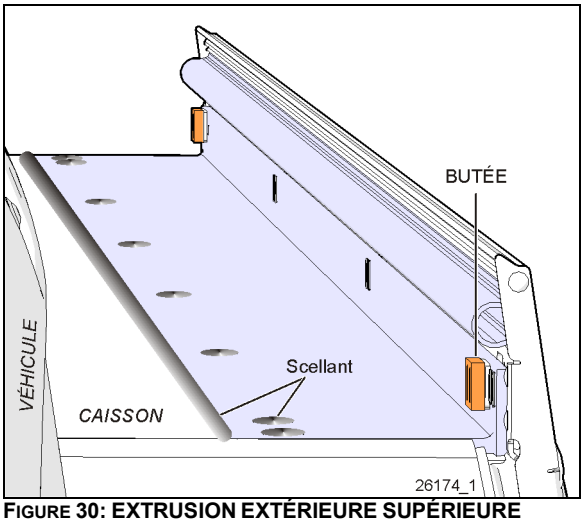

FIGURE 30: EXTRUSION EXTÉRIEURE SUPÉRIEURE
2. Positionner le commutateur d'allumage du véhicule à OFF. En suivant la procédure de contournement manuel (paragraphe 5), sortir la rallonge coulissante de quelques pouces afin que les vis de l'extrusion extérieure placées sur le haut de la rallonge coulissante soient accessibles de l'extérieur (Figure 30).
7. Utiliser un couteau pour couper le scellant entre l'extrusion supérieure et le toit. (Figure 30)
et entre l'extrusion, le toit et les bords pour prévenir l'infiltration d'eau (Figure 30)